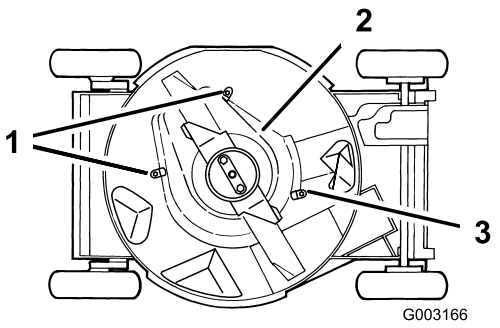

Рисунок 40
6. Ослабьте выступы крепления ограждения тормозной муфты ножа на корпусе, ослабив затяжку гаек или болтов на выступах (Рисунок 40). Поверните выступы на 180°, чтобы отвести их в сторону.